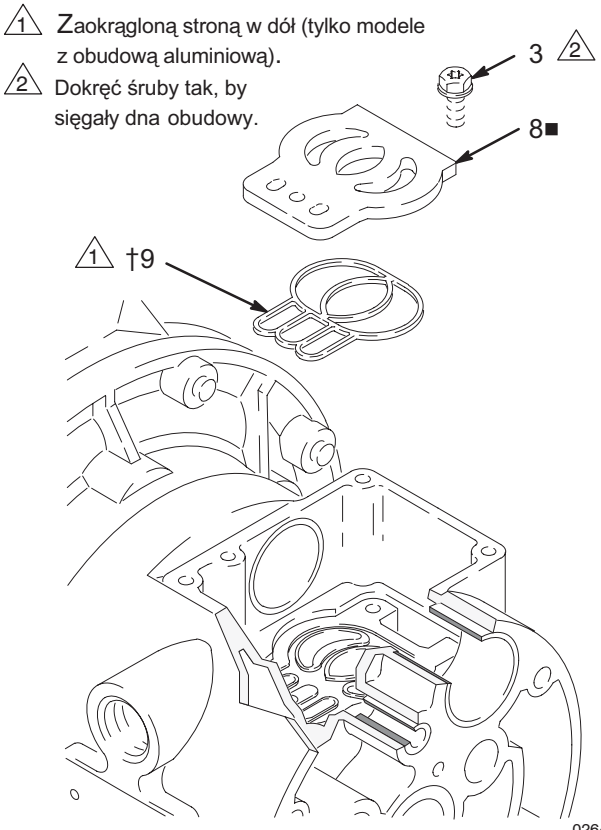

Rys. 11 02645
5. Sprawdź tarczę zaworu (8■) nie demontując jej. Jeśli jest uszkodzona, odkręć trzy śruby (3) wkrętakiem typu Torx (T20) lub kluczem nasadowym 7 mm. Wyjmij płytę zaworu (8■), a w przypadku modeli z obudową aluminiową wyjmij uszczelkę (9), p. rys. 11.
2. W przypadku modeli z obudową aluminiową, włóż uszczelkę tarczy zaworu (9†) w wyżłobienie na dnie komory zaworu. Zaokrąglona strona uszczelki ***musi być skierowana w dół*** w stronę wyżłobienia, p. rys. 11.
3. Włóż tarczę zaworu (8■)do komory. W przypadku modeli z obudowa aluminiową, tarcza jest obustronna, więc dowolna z jej stron może być skierowana w górę. Włóż trzy śruby (3) i korzystając z wkrętaka typu Torx (T20) lub klucza nasadowego 7 mm dokręć je tak, by sięgały do dna obudowy, p. rys. 11.